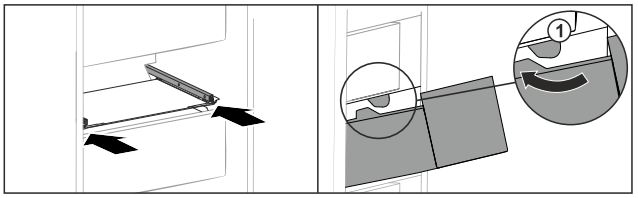

Fig. 168
▶ Guide drawer around the stoppers *Fig. 168 (1)*.